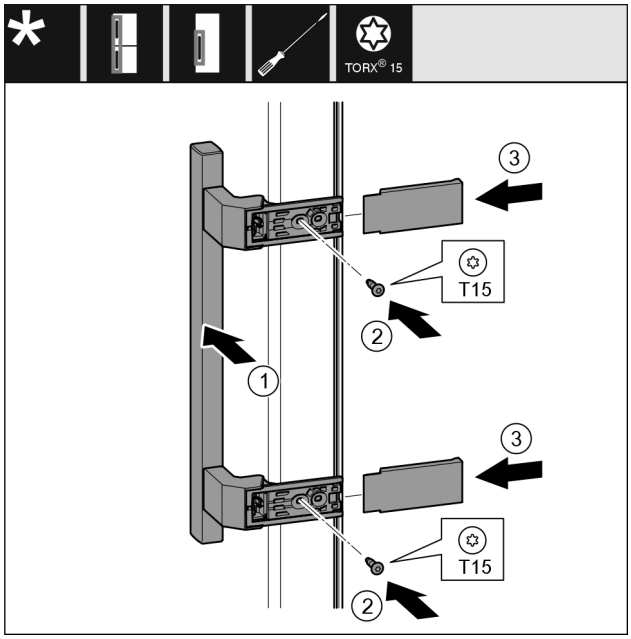

Fig. 34
▶ Pielieciet rokturi *Fig. 34 (1)* pretējā pusē.
▶ Ar skrūvgriezi pieskrūvējiet skrūves *Fig. 34 (2)*.
▶ Sānos pielieciet un uzbīdiet pārsegus *Fig. 34 (3)*.